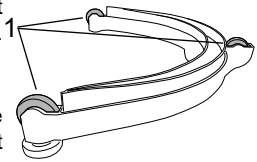

Fig.38
To ensure a faultless drying action, the lip of the squeegee blade should deflect 45° along its entire length, relative to the floor surface; the height of the squeegee can be adjusted by raising or lowering the wheels (fig. 38, ref. 1).